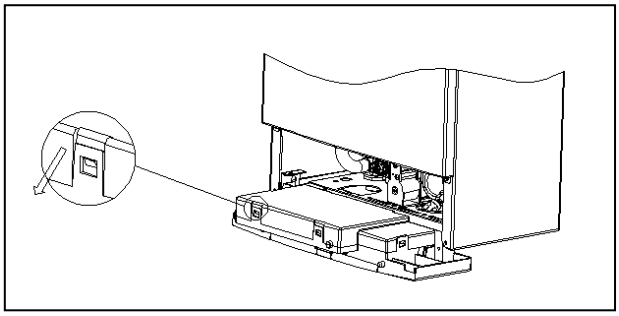

Рис.19
- освободите защелки с четырех сторон (рис.19)